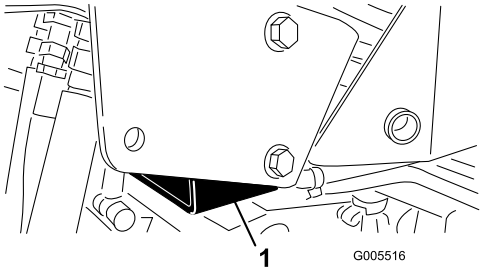

Bild 34
- Rechte Seite: Unter dem Steckpolster und neben der Stützhalterung des Überrollschutzes (Bild 34)